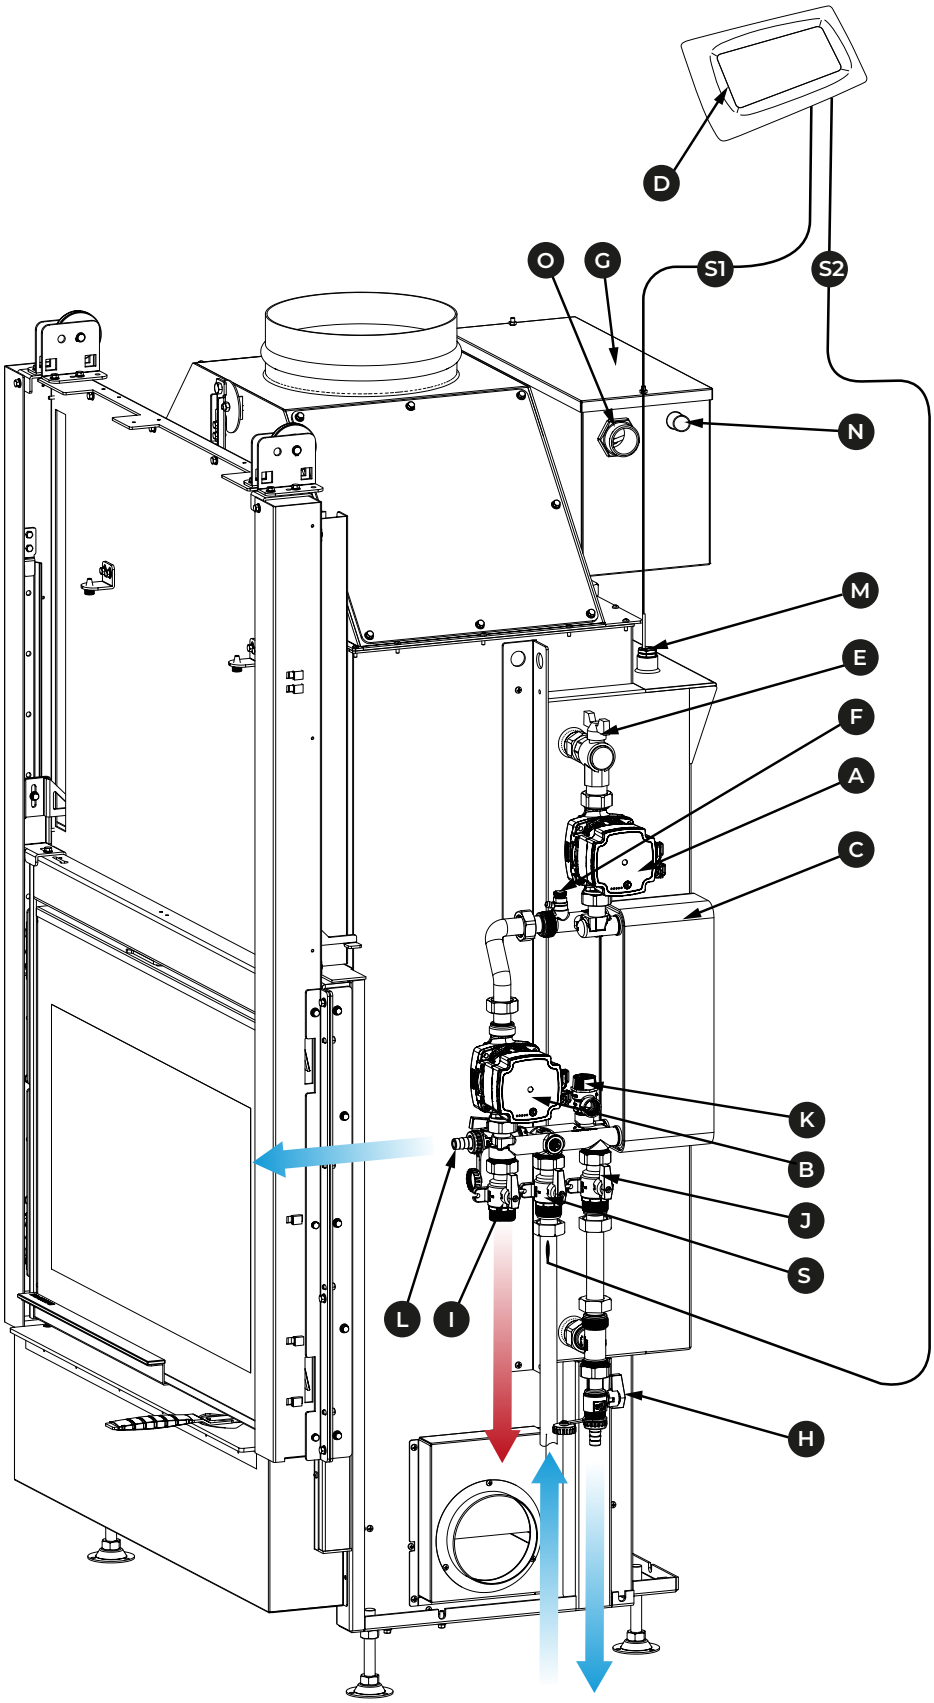

*Fig. 5.9b*
**Description des raccords hydrauliques (Fig. 5.9b)**